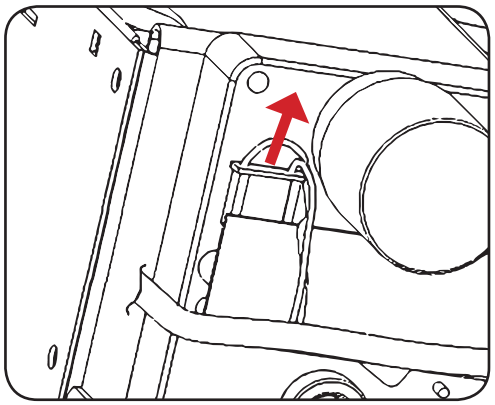

Figure 38 - Motor connector disconnection
2. Disconnect the motor connectors (fig. 38) and remove all motors with spirals.